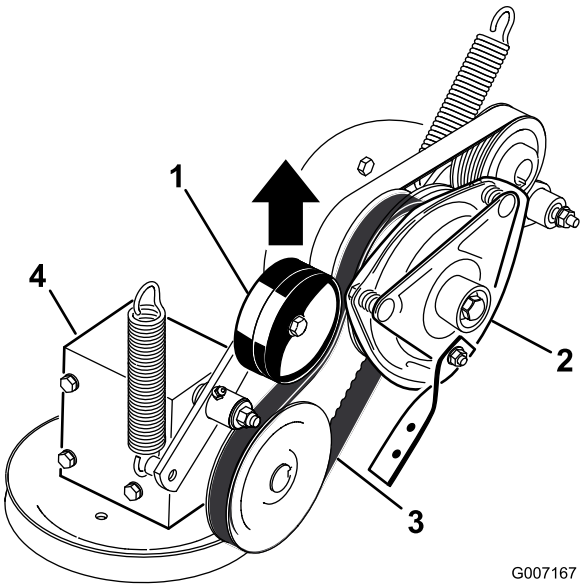

Figur 54
5. Træk op i den fjederbelastede styreremskive for kraftudtagets drivrem, og fjern remmen fra koblingsremskiven (Figur 54).
17. Træk op i den fjederbelastede styreremskive for kraftudtagets drivrem, og monter den på koblingsremskiven (Figur 54).